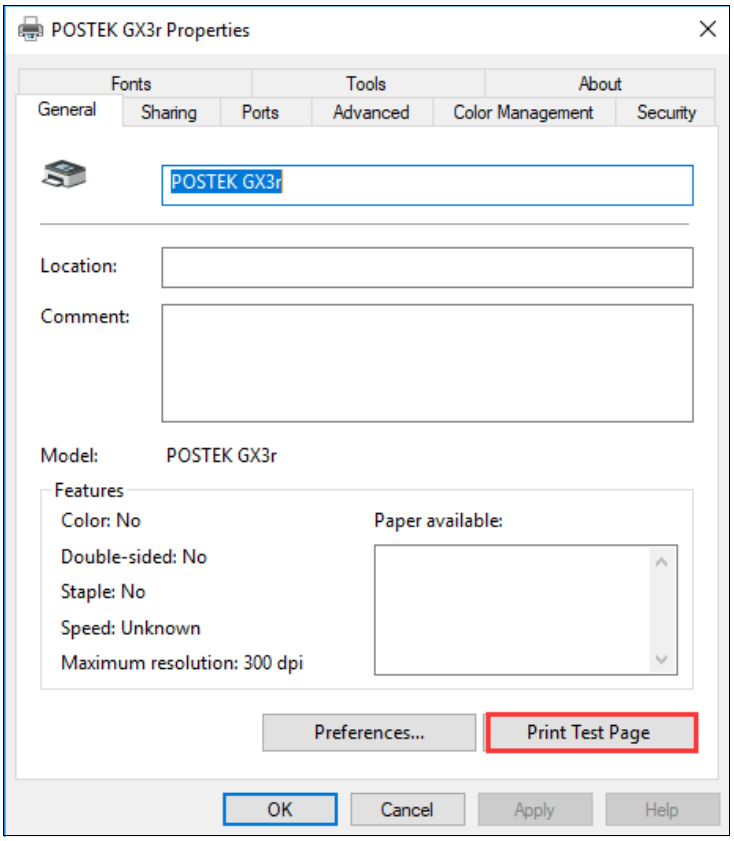

Figure 2-47 Print Test Page
11. Print a test page to see whether the printer is connected properly. As shown in Figure 2-47.